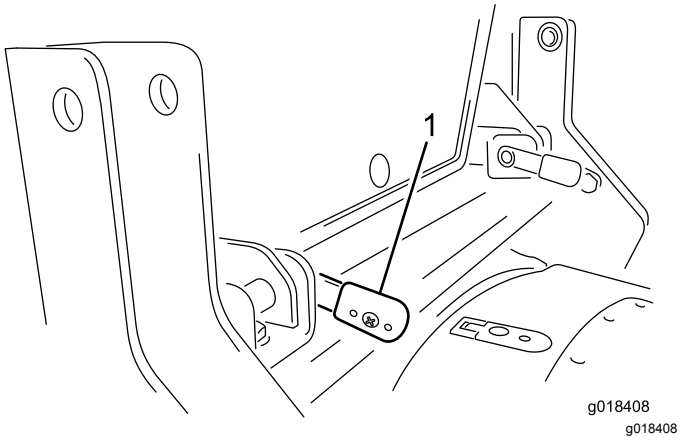

Figur 23
4. När spakarna har förts in helt vrider du dem bakåt för att låsa dem på plats (Figur 23).